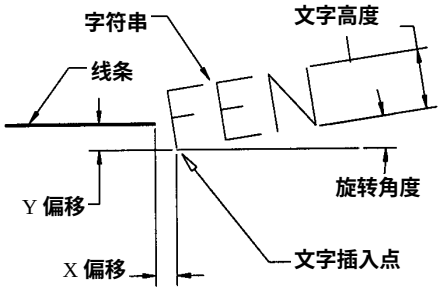

图30-13 字符串复合线型的属性
3) Text Height(文字高度)：如果在文本样式中定义的文字高度为0，则它就是文字的实际高度。否则，它就是文本样式中指定的文字高度的一个比例因子。在图30-13中，文字的高度为0.1个单位。
5) X-Offset(X方向偏移)：这是从线段的终点开始，沿着线条测量，到文字串的左下角之间的距离。如果线条是水平的，则 X-Offset距离就沿着X轴测量。在图30-13中，X-Offset距离值为0.05。
的左下角之间的距离。如果线条是水平的， Y-Offset距离就沿着Y轴测量。在图30-13中，Y-Offset距离为－0.05个单位。距离值为负，是因为文字串的起始点比第一个线段的终点低0.05个单位。